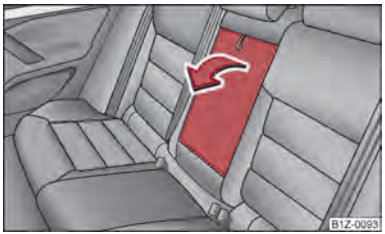

Fig. 50 Rear seats: Armrest
– You can fold down the armrest at the loop to enhance occupant comfort ⇒ fig. 50. ■